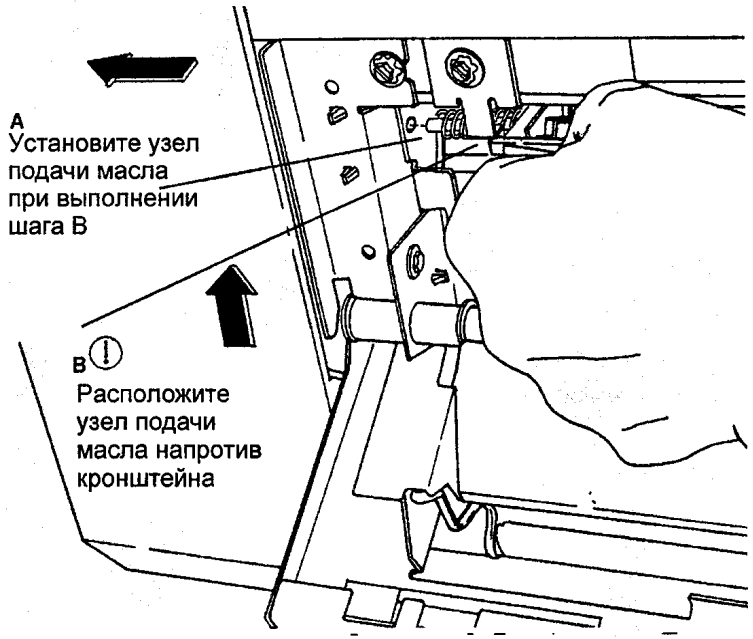

Рис. 2 Установка узла подачи масла
2. (РИС. 2): УСТАНОВИТЕ ЛЕВУЮ СТОРОНУ УЗЛА ПОДАЧИ МАСЛА НА СВОЕ МЕСТО.
ШАГ 2B: Чтобы не повредить пальцы отделения или нагревательный вал фьюзера, убедитесь, что узел подачи масла находится в верхнем положении напротив кронштейна, как показано на рис. 2. При установке узла подачи масла держите его как можно ближе к валу фьюзера, но не касайтесь вала.
ШАГ 3A: Чтобы не повредить пальцы отделения или нагревательный вал фьюзера, убедитесь, что узел подачи масла находится в верхнем положении напротив кронштейна, как показано на рис. 2. При установке узла подачи масла держите его как можно ближе к валу фьюзера, но не касайтесь вала.